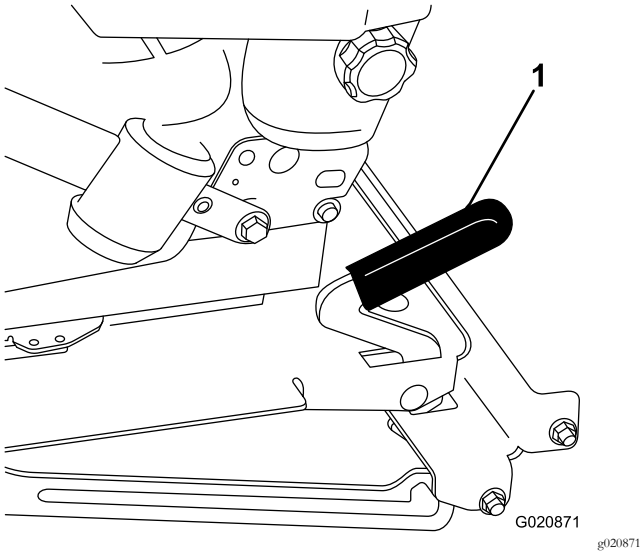

Rysunek 33
2. Aby odblokować fotel, pociągnij do przodu dźwignię zaczepu i unieś ją (Rysunek 33).